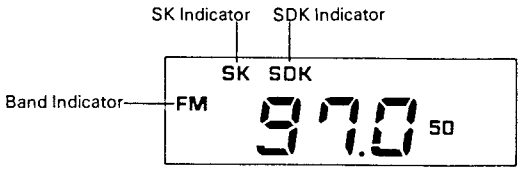

Fig. 15
1. Push Radio Power Switch ❷. Press Band Select Button ⓭ and Digital Display ❺ will illuminate to indicate FM. (Fig. 15)
3. The volume will become louder when a traffic information announcement is received during a broadcast. Volume cannot be lowered by turning the Volume Control ❷ to the left.